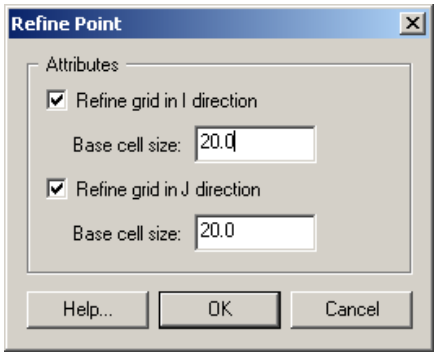

Figure 6. Refine Point options.
5. Rt-click and click on *Attributes* (Figure 6), and set the base cell size for the area of the grid where the points are located.